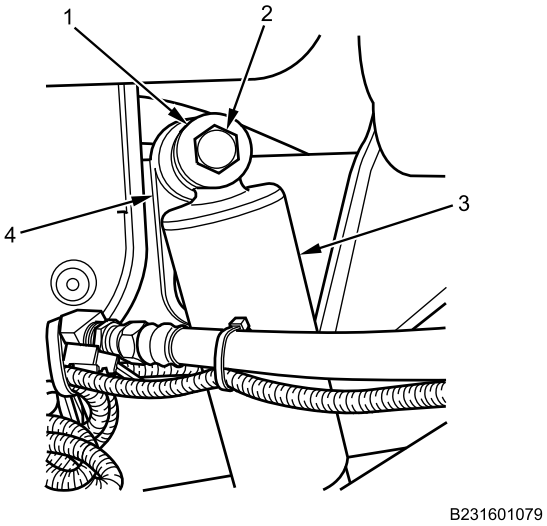

Figure 2. Front Shock Absorber Upper Mount Removal.
3. Remove upper bolt (Figure 2, Item 2), and upper washer (Figure 2, Item 1), from front shock absorber upper mount (Figure 2, Item 4).
4. Remove front shock absorber (Figure 2, Item 3).